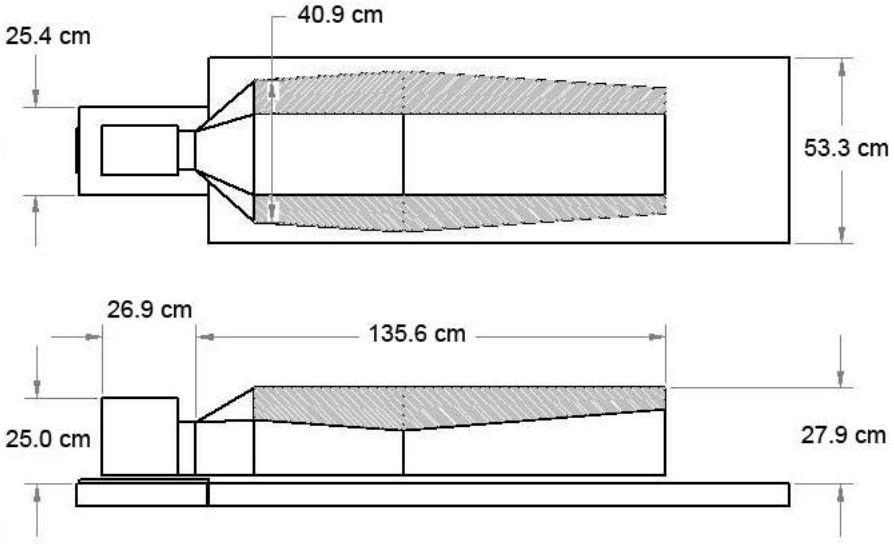

Figura 9 Dimensões da zona de segurança dinâmica para pacientes pequenos (mesa de tratamento padrão e configuração da Mesa Plana do RoboCouch)
- **Small** (Pequeno): Baseado em dados referentes ao tamanho de uma mulher percentil 50 (Figura 9 na página 1-29).